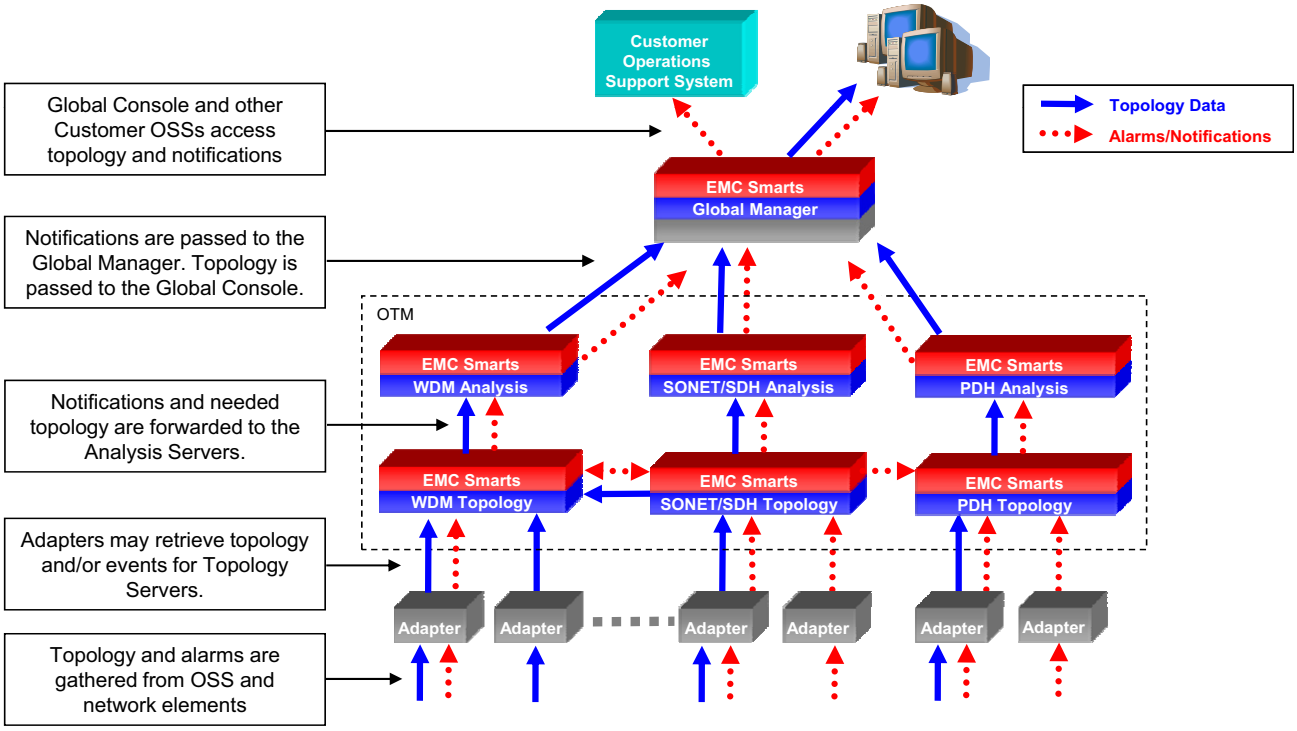

Figure 3 Data flows in EMC Smarts Optical Transport Manager with WDM, Sonet/SDH, and PDH
Figure 3 on page 13 shows the high-level view of the flow of data among the non-WDM-NG components when EMC M&R is not deployed in your network.
- Device Adapters (not shown in Figure 3 on page 13) may supply data directly to one or more of the Optical Transport Manager Domain Manager Topology Servers.